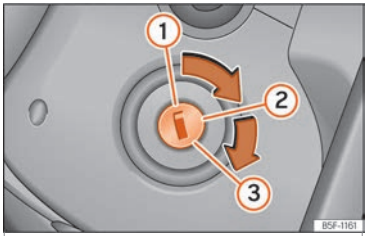

Fig. 136 Ignition key positions.
Key positions ››› Fig. 136
- Turn the key to position ››› Fig. 136 ②. Preheating occurs in diesel vehicles ➿.
- Keep turning the key to position ››› Fig. 136 ③ without stepping on the accelerator.
- Once the engine starts, release the key. When it is released, the key returns to position ②.
- *Vehicles with ignition locks:* Turn the key to position ››› Fig. 136 ①.